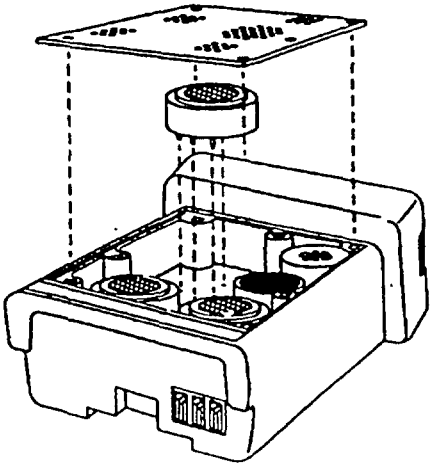

Figure 1-3.
2. Remove the sensor cover and sensors (FIGURE 1-3).